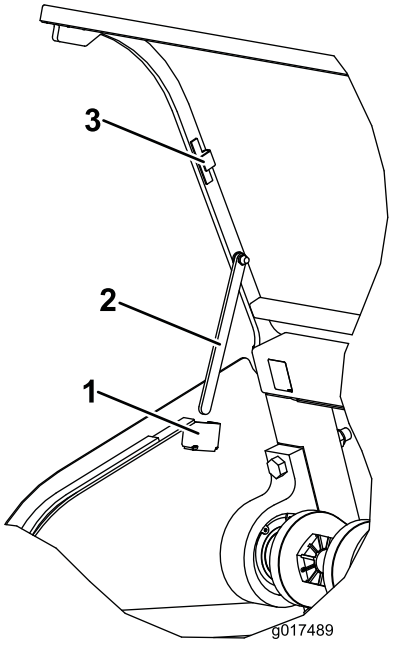

**Figuur 33**
3. Draai de steunstang aan beide zijden van de motorkap van de magnetische opslagbeugel omlaag en steek de steunstang in de vergrendeling (Figuur 33).